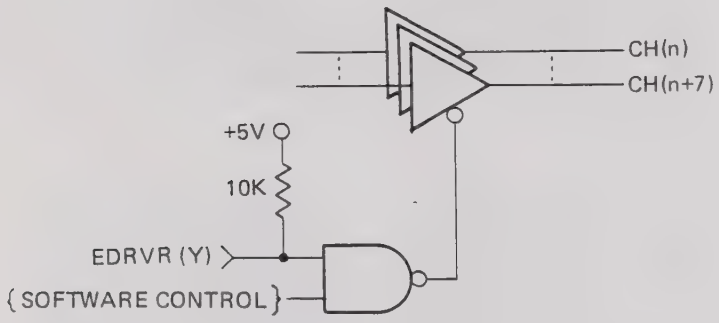

Figure 3-11, 1260-14 Tri-state Control
3.5.10.4.4 When operating as an output, the port may be tri-stated under either software or hardware control, as shown in Figure 3-11. If the EDRVR(n) signal is not tied to a logic level via the user interface, internal pull-up resistors act to enable the drivers for port (n).